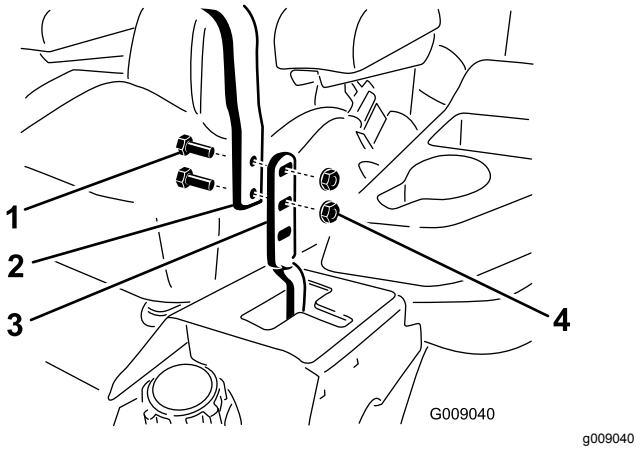

Figur 59
2. Løsne boltene og flensmutrene som fester håndtakene på spakene (Figur 59).